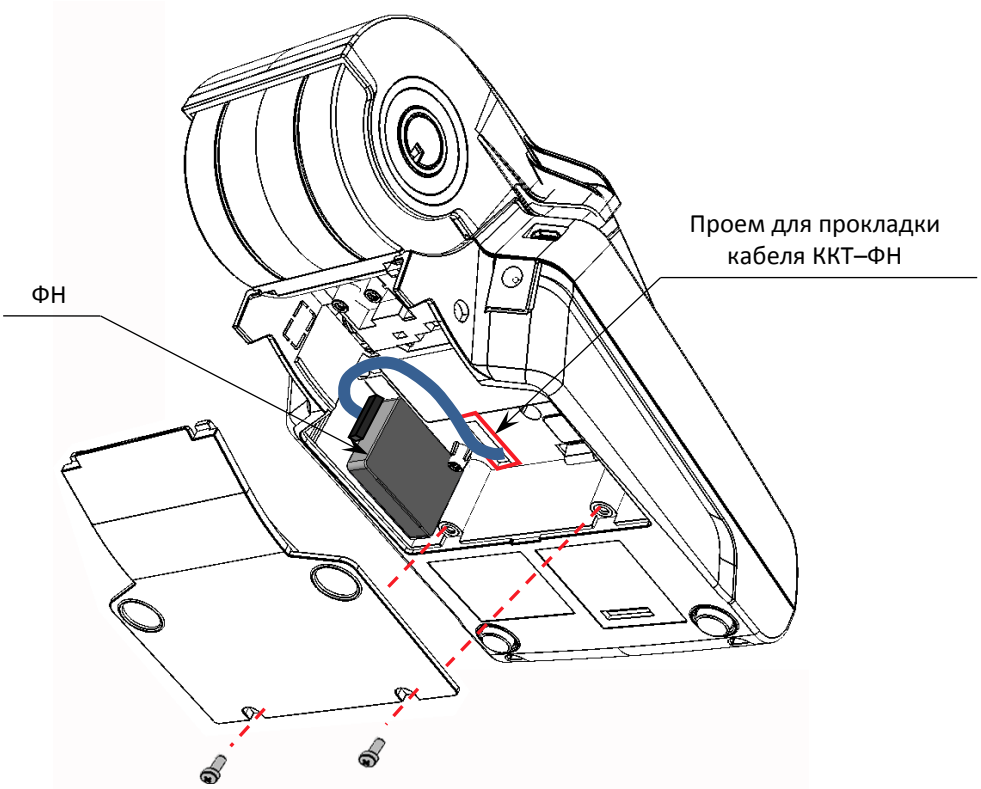

Рисунок 10. Расположение ФН в нижней части корпуса изделия
6. Отсоединить ФН от поверхности корпуса и отключить кабель ККТ-ФН (смотрите рисунок 10).